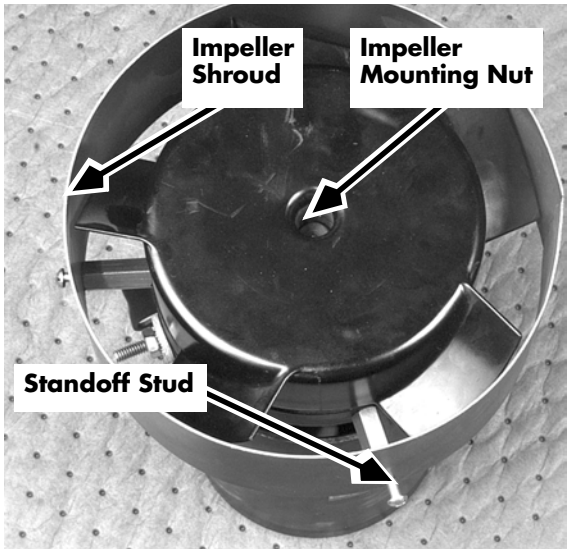

Figure 7-28: Steering Electric Motor, Impeller
8. Remove the four (4) mounting bolts that secure the motor. Remove the motor.
9. Remove the three (3) screws holding the impeller shroud to the standoff studs. Remove the impeller shroud. See Figure 7-28.
10. Remove the center bolt holding the impeller to the motor shaft. Remove the impeller. See Figure 7-28.
11. Remove the three (3) standoff studs from the motor.